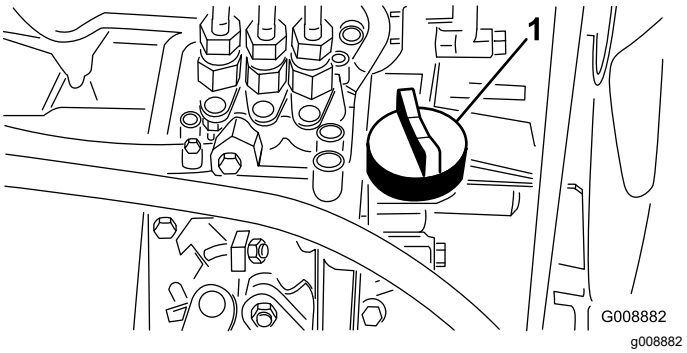

Figuur 26
4. Als het oliepeil te laag is, verwijdert u de vuldop (Figuur 26) en vult u bij met kleine hoeveelheden olie totdat het oliepeil de Vol-markering op de peilstok bereikt. Vul de olie langzaam bij en controleer daarbij veelvuldig het peil.